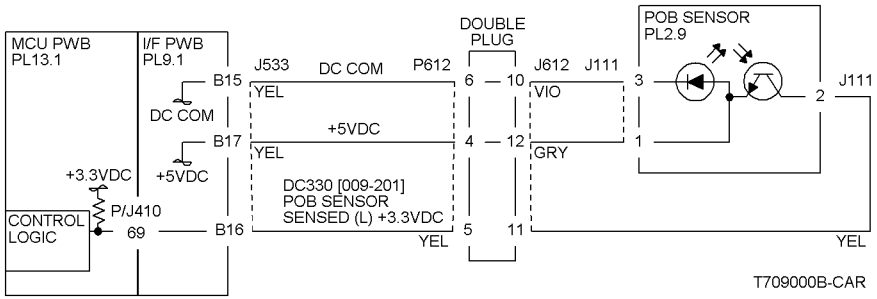

Figure 1 Typical Reflective Sensor Circuit Diagram
When sensors are unplugged, the input at the PWB should always be high if there is no harness short or PWB failure. Check the output wire from the sensor (typically pin 2 on a 3 pin connector) to the PWB for a short circuit. If the wire is good, replace the PWB.Figure 1 represents a typical sensor for this machine.
Some sensors have built-in inverters and the outputs will go to the low (L) state when the sensors are blocked. In other situations, the processing of the signal in control logic may cause the logic level displayed on the UI or the PWS to be the opposite of the actual voltage output by the sensor. The specific RAP and/or Circuit Diagram will indicate if this is the case. Figure 1 is an example of a typical sensor circuit for this machine